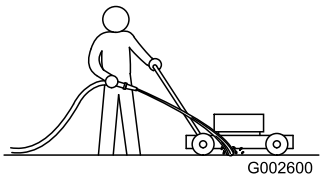

Figur 46
1. Mens motoren går og klipperen står på en flat, asfaltert, rett en vannstråle mot høyre bakhjul (Figur 46).